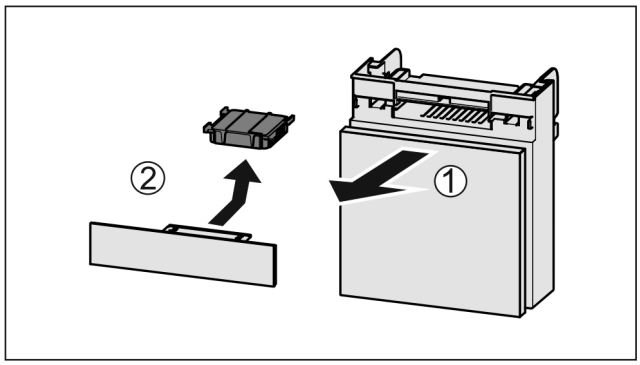

Fig. 154
▶ Pull out the compartment *Fig. 154 (1)*.
▶ Remove the carbon filter *Fig. 154 (2)*.